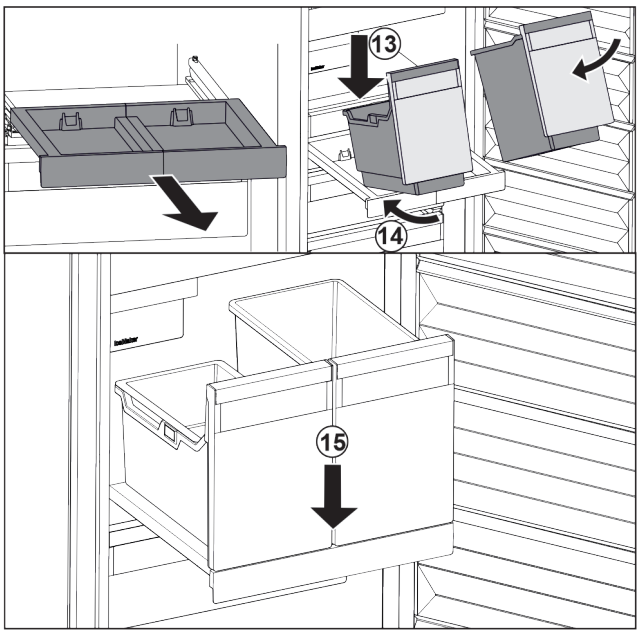

Fig. 124
- ▶ Behälter schräg auf das Auszugsbord aufsetzen. *Fig. 124 (13)*
- ▶ Behälter schräg nach hinten einschieben. *Fig. 124 (14)*
- ▶ Behälter vorne absetzen. *Fig. 124 (15)*